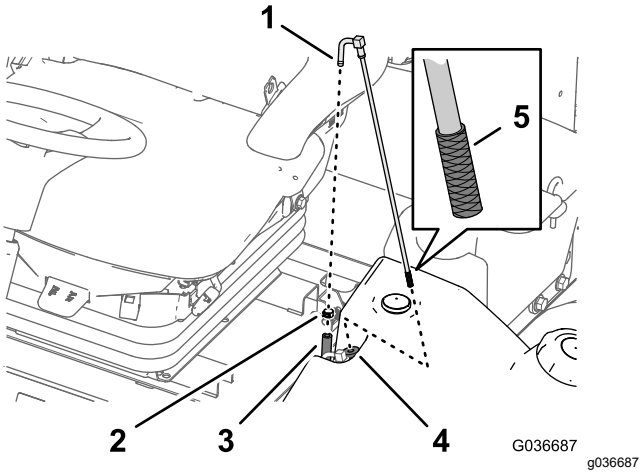

Figur 90
1. Fjern slangeklemmen, der fastgør brændstoffforsyningsslangen til brændstofsugeslangens fitting (Figur 90).
2. Fjern slangen fra fittingen (Figur 90).
3. Løft brændstofsugeslangen fra brændstoftanken (Figur 90).
4. Fjern eventuelt snavs fra skærmen ved enden af brændstofsugeslangen (Figur 90).
5. Indfør brændstofsugeslangen igennem gummibøsningen og ned i tanken (Figur 90).